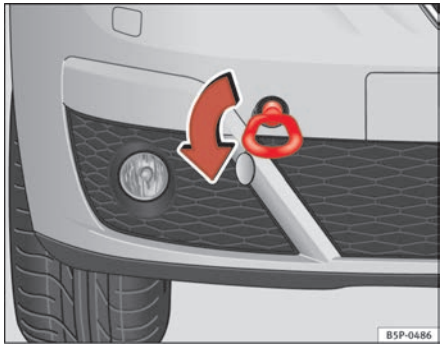
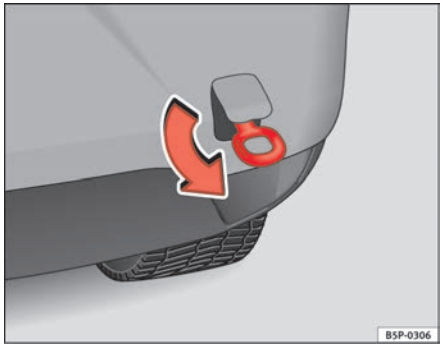

Fig. 200 The front right section of the vehicle: Fitting the front towing eye
Fig. 201 Fitting the towing eye to the rear of the vehicle
– Screw the towing eye as shown by the arrow *anti-clockwise* to the limit position in the front ⇒ fig. 200 or rear ⇒ fig. 201 threaded hole. ■